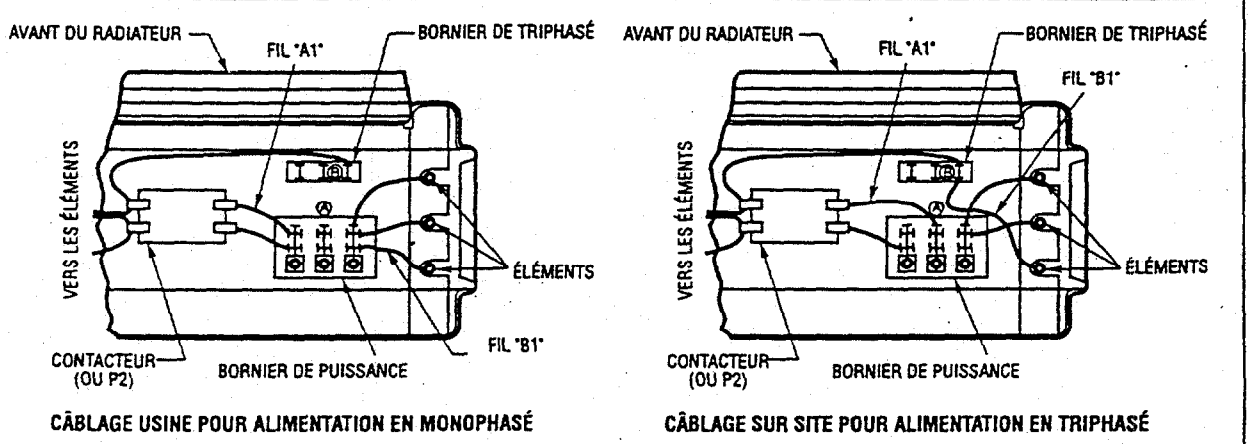

Figure 3a. Câblage pour alimentation en monophasé et triphasé (MUH0521, MUH0581, MUH072, MUH078, MUH102 et MUH108)
8. Un raccordement sur secteur monophasé ou triphasé peut être utilisé sur les radiateurs modèles MUH0521, MUH07, MUH0581, MUH07, MUH078, MUH102, MUH108, et MUH158. Ces unités sont câblées en usine pour un fonctionnement en monophasé. Si ces radiateurs doivent être utilisés sur une alimentation en triphasé, rebrancher les fils comme l'indique le schéma de câblage livré avec le radiateur. Les figures 3a et 3b illustrant le câblage ainsi que les consignes ci-dessous apportent des renseignements supplémentaires.
Sur les modèles MUH0521, MUH0581, MUH072, MUH078, MUH102, et MUH058 (figure 3a), déplacer uniquement les deux fils marqués "A1" et "B1"; ne déplacer et ne changer aucun autre fil. Le fil principal de l'élément marqué "B1" qui est branché en usine sur le bornier de puissance (le bornier le plus proche des éléments) doit être déplacé sur la borne marquée "B" du bornier triphasé.